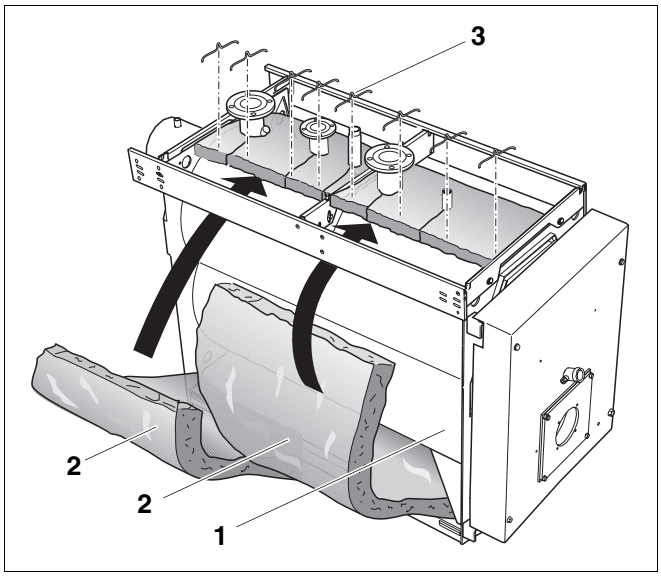

Rys. 22 Montaż izolacji cieplnej korpusu kotła
Izolacja cieplna korpusu kotła Logano S735 składa się z 2 części znajdujących się na płaszczu (rys. 22) i dwu części na ściance tylnej.
- Przełożyć izolację cieplną (rys. 22, **poz. 2**) pod płaszczem korpusu kotła (rys. 22, **poz. 1**) i obłożyć nią płaszcz (rys. 22, **poz. 1**).
- W miejscu węzłówek wyciąć szczeliny w izolacji cieplnej korpusu kotła (rys. 22, **poz. 2**).
- Zabezpieczyć izolację cieplną korpusu kotła (rys. 22, **poz. 2**) przy pomocy klamer (rys. 22, **poz. 3**).